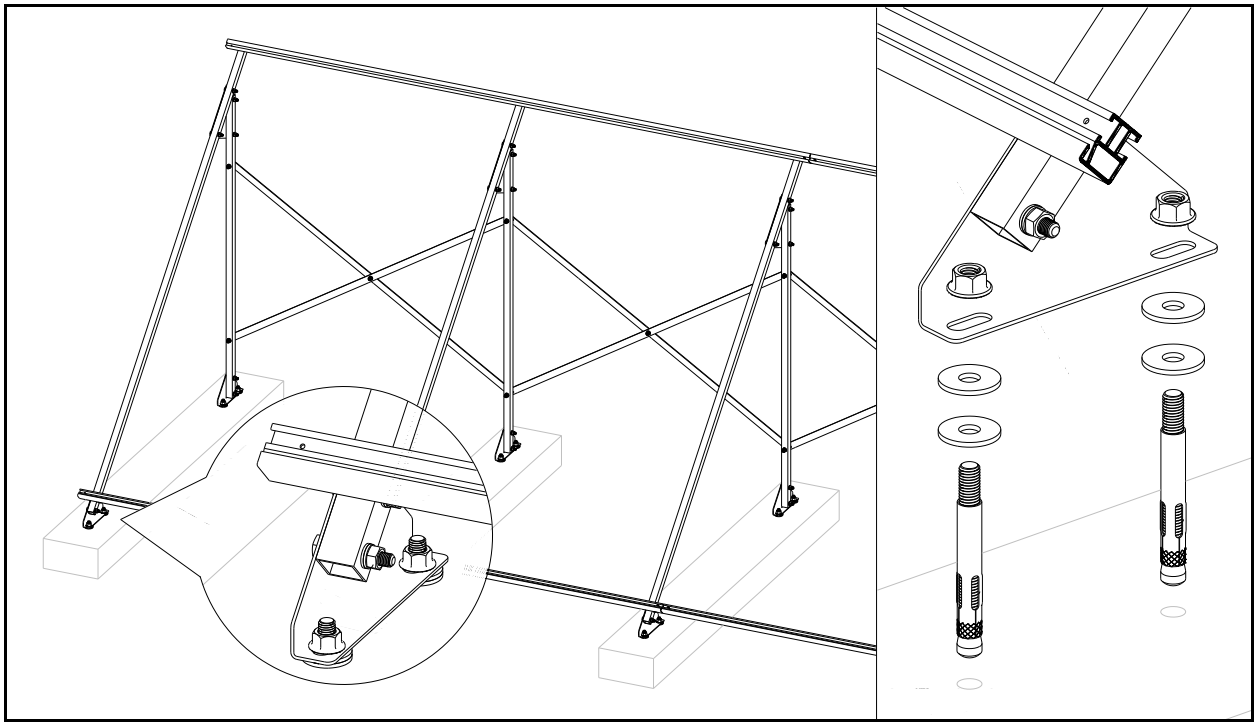

Рис. 24 Крепление рамы к основанию
6) зафиксировать раму на основании анкерными болтами М10 (см. рис. 24).
При этом для обеспечения прилегания уголков опор к плоскости установки рекомендуется устанавливать шайбы между бетонными блоками и уголками (см. рис. 24);